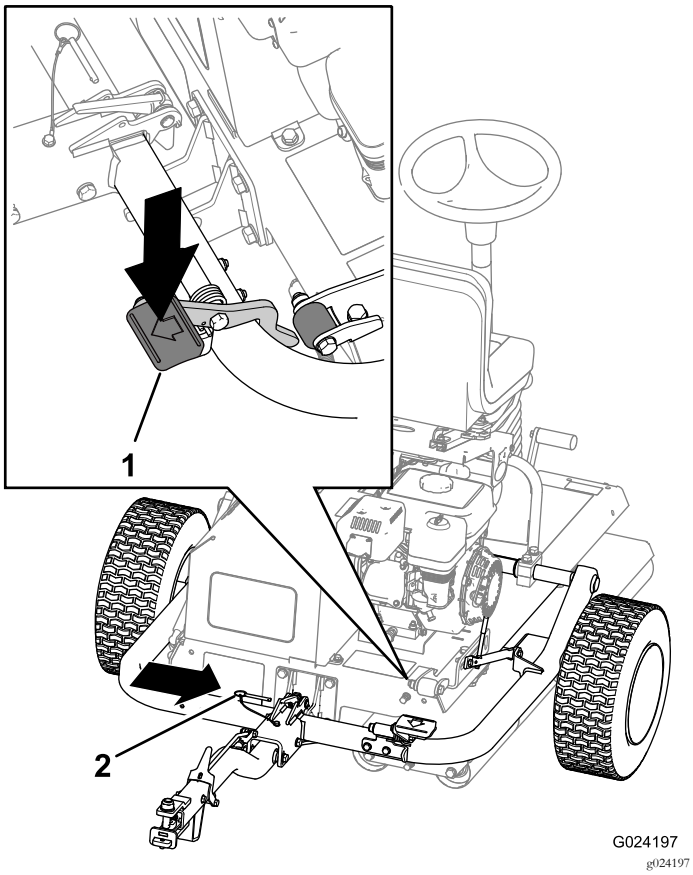

**Figur 27**
C. Trampa på dragkrokens pedal tills dragkroken låses på plats (Figur 27).
D. Sätt i låspinnen (Figur 27).